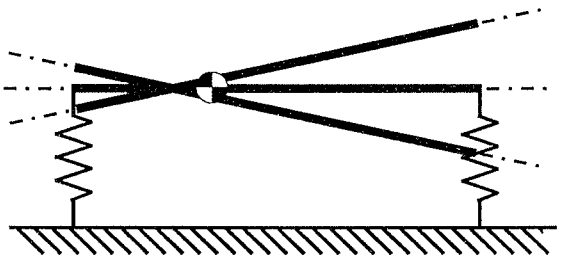

図４
(5)　振幅を$\boldsymbol{X} = [X_{amp} \quad \Theta_{amp}]^{\mathrm{T}}$とおく。振動系が固有角振動数$\omega_1$で振動しているとき，振幅の比$\lambda_1 = X_{amp}/\Theta_{amp}$を求めよ。
(6)　図４は，振動系が固有角振動数ω_2で振動し，重心Gの速さが零および最大となるときの，棒の振動の様子を示している。図４にならって，振動系が固有角振動数ω_1で振動し，重心Gの速さが零および最大となるときの，棒の振動の様子を図示せよ。ただし$\sqrt{13} \cong 3.6$である。また$|\lambda_1|$に対応する物理量を図示せよ。